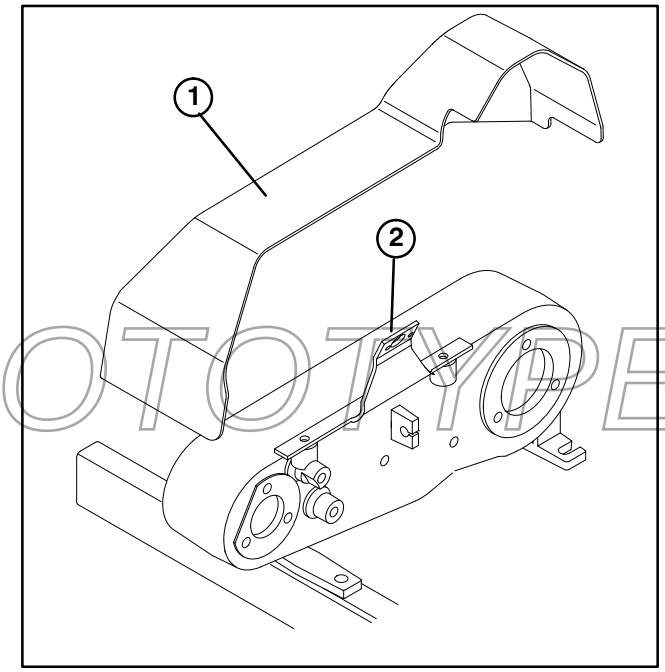

Figure 5
19. Mount new V−belt cover and mounting bracket to differential housing with fasteners previously removed (Fig. 5).